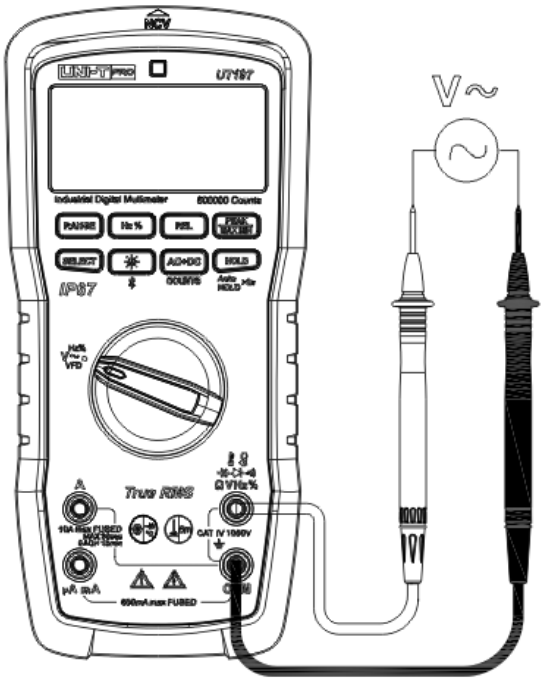

Figura 5
2. Medición de voltaje de AC(Figura 5)